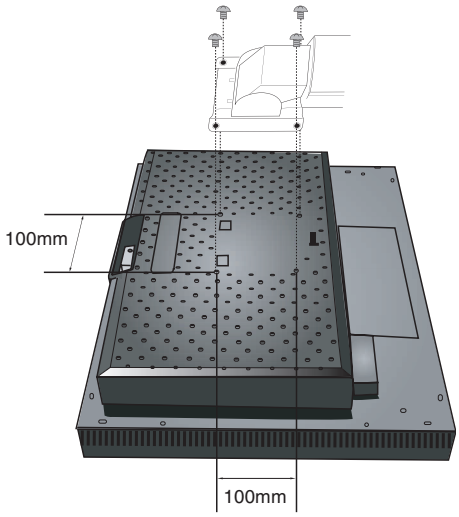

**Figure F.1**
2. Using the 4 screws from the stand removal and attach the arm to the monitor (**Figure F.1**).